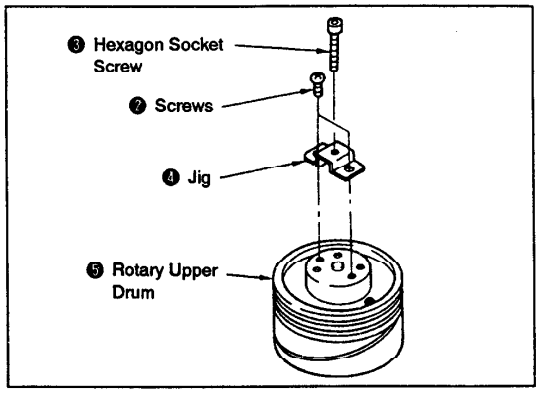

Fig. 3-23.
3) Mount the jig ❹ (Ref. No. J-7) with the two supplied screws ❷, then screw the attached hexagon socket screws ❸ to the jig ❹. The rotary upper drum ❺ will move upward and come off (See Fig. 3-23).